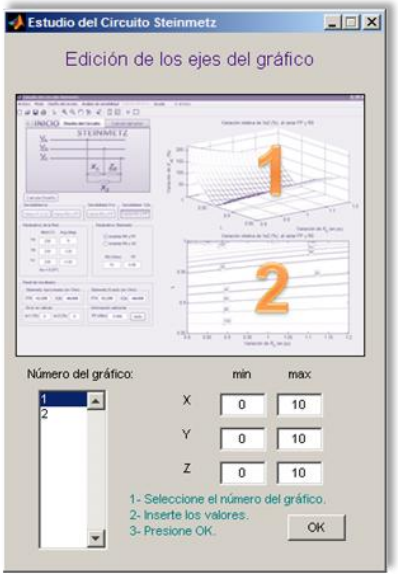

Figura D.50. Editor de los ejes de gráficos.
- *Editor de ejes.* Este campo ejecuta el subprograma que edita los valores de los tres ejes de cada gráfico. Para modificar el rango de los ejes, primero se ha de seleccionar el número de gráfico a modificar. Estos números aparecen en la imagen superior de la Figura D.50. Seguidamente se modifican los campos referentes a *X* e *Y* (si se trata de un gráfico bidimensional o de contorno) o los referentes a *X*, *Y* y *Z* (en caso de un gráfico de superficie).